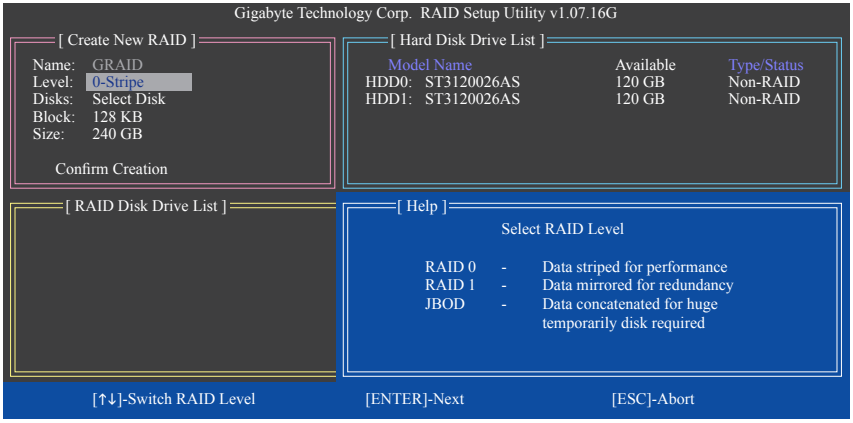

図 5
Create New RAID ブロックに、アレイを作成するために設定する必要がある項目がすべて表示されます（図 5）。
2. **RAIDモードの選択: Level** 項目の下で、上または下矢印キーを使用して RAID 0 (ストライプ)、RAID 1 (ミラー)、JBOD (図 5) を選択します。<Enter> を押して、次のステップに進みます。